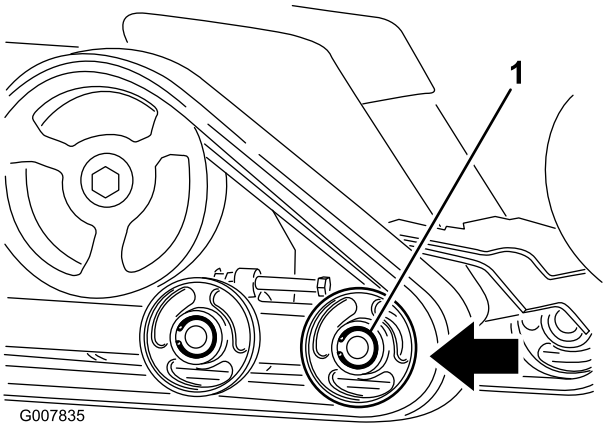

**Figur 49**
6. Tryck det främre väghjulet bakåt så långt som möjligt (Figur 49).
8. När larvbandet inte längre sitter på väghjulet kan du ta av det från maskinen (Figur 49).
9. Börja vid drevet och dra det nya larvbandet runt det. Kontrollera att spåren på larvbandet passar in mellan distansbrickorna på drevet (Figur 49).
10. Tryck in larvbandet under och mellan de bakre och mellersta väghjulen (Figur 49).